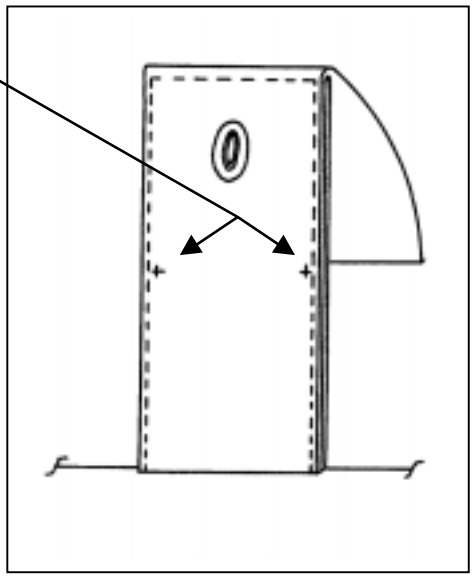
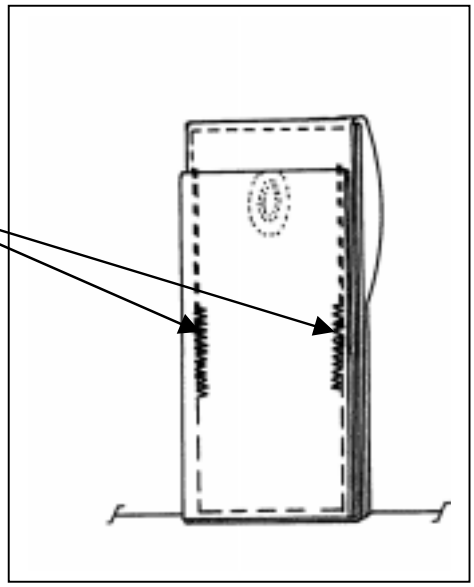

FIGURE 3
FIGURE 6
3. Certains parachutes anciens n'ont qu'un cache recouvrant l'oeillet [Fig 3]. Suivre les instructions sans tenir compte de la boucle continue sur les schémas. Le résultat final recouvrera l'oeillet, avec le cache maintenu par les bartacks finaux [Fig 6].
6. Coudre des points bartacks ou zig-zag pour verrouiller, au même emplacement que ceux retirés [Fig 6].